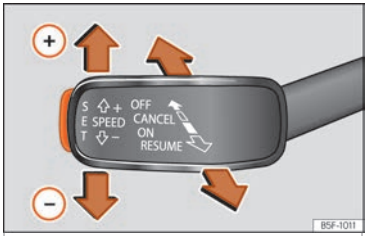

Fig. 54 On the left of the steering column: third lever to operate the CCS.
- Switching on the CCS: move the third lever to **ON** ››› Fig. 54. The system switches on but it does not control the speed as no speed has been programmed.
- Activating the CCS: press the button **SET** ››› Fig. 54. It memorises and maintains the current speed.
• Temporarily switching off the CCS: move the lever to **CANCEL** ››› Fig. 54 and release it or press the brake pedal. The cruise control system is switched off temporarily.
• Reactivating the CCS: move the lever to **RESUME** ››› Fig. 54 and release it. The memorised speed is saved and controlled again.
• Disconnect the CCS: turn the key to position **OFF** ››› Fig. 54. The system is disconnected and the memorised speed is deleted.